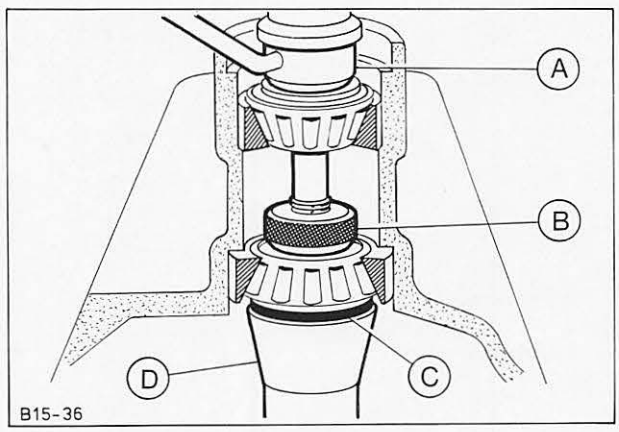
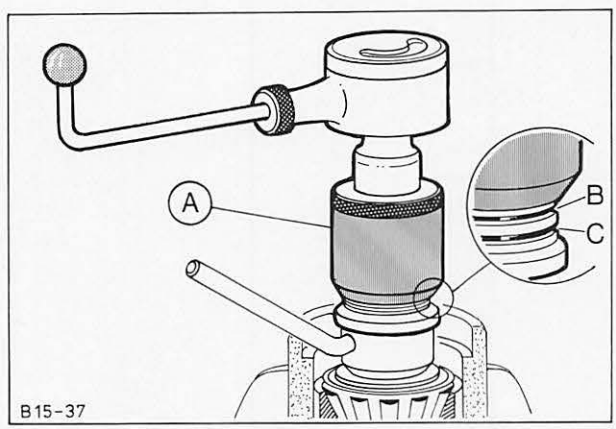

Abb. 60 Meisterritzel im Achsgehäuse
Abb. 61 Druckmeßgerät 15-023
20. Meisterritzel in das Gehäuse einsetzen, äußeres Lager und Griffstück aufschieben, Abb. 60. Druckmeßgerät 15-023 aufschrauben. Griffstück des Meisteritzels festhalten und Sechskant des Druckmeßgerätes bei neuen Lagern so lange im Uhrzeigersinn drehen, bis die äußere Glocke des Werkzeuges auf die **zweite** Strichmarkierung zeigt (bei gelaufenen Lagern auf die **erste!**). Meisterritzel **mehrmals** drehen, damit sich die Lager setzen können, Abb. 61.
21. Drehmomentlehre 15-041 aufsetzen und das zum Drehen des Meisterritzels erforderliche Drehmoment ablesen und notieren, Abb. 61.